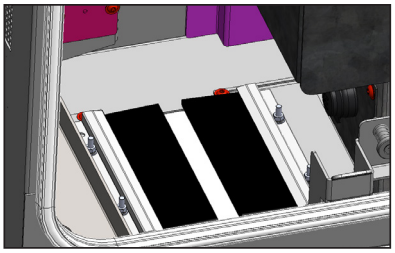

Figure 34: Step 3.
3.- Once the cables are between the brushes, both must be adjusted towards the centre until they fully cover the entire surface, using a tightening torque of **3 Nm, Figure 34**.